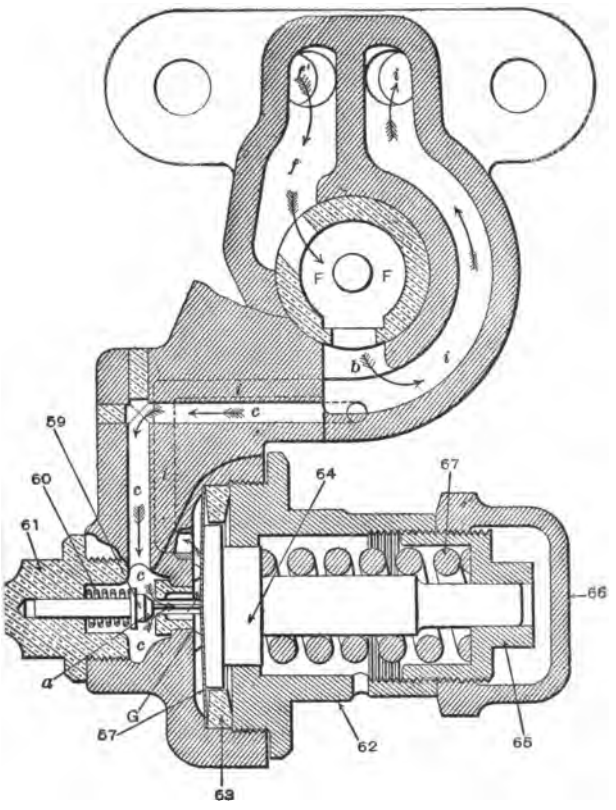
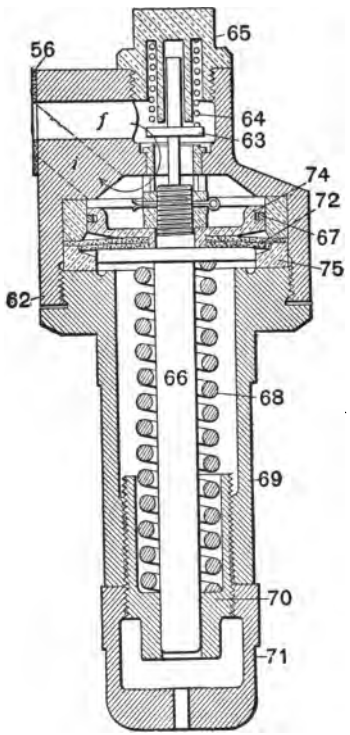

FIG. 25.—SLIDE-VALVE FEED VALVE.
FIG. 28.—FEED VALVE OR TRAIN-LINE GOVERNOR.
A. To maintain a constant pressure on the train-line when the brake valve is in running position. This valve is now sent out with the Westinghouse Standard G 6 Brake Valve, instead of the old style feed valve, as shown in Fig. 28. It contains greater refinement of and a more positive action than the older form of feed valve, or train-line governor, as it is often designated. It fastens to the same studs as the old valve and is interchangeable. Fig. 24 shows a central section through the supply valve case. Fig. 25 is a central section through the regulating valve and spring box and a transverse section through the supply valve case.
A. Ports *f* and *i* (Fig. 25) register with the corresponding ports in the brake valve body (Fig. 23); main reservoir pressure can reach the feed valve through port *f* only when the brake valve is in running position. In this position it has free access through *f* and *f* with chamber *F*. Chamber *E*, which is separated from chamber *F* by the supply valve piston 54, is connected with passage *i* and thus with the train-line through passage *c*, *c*, port *a* (controlled by regulating valve 59), and chamber *G* over diaphragm 57. Regulating valve 59 is normally held open by diaphragm 57 and regulating spring 67, the tension of which is adjusted by regulating nut 65. When this valve is unseated chamber *E* is in
A. The spring 68 (Fig. 28) supports piston 74, and the piston holds the valve 63 from its seat. As long as the air pressure on top of the piston is less than the tension of the spring 68, valve 63 is held from its seat, and main reservoir pressure coming in through port *f* feeds into port *i* as indicated by the arrow, and on into the train line. When the pressure above the piston is greater than the tension of the spring 68, the piston is forced down, allowing valve 63 to seat.